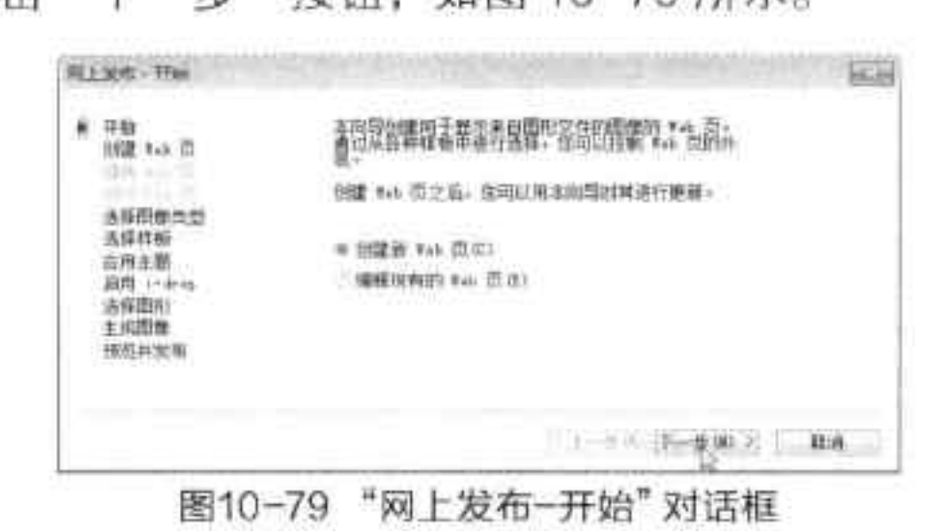

图10-79 “网上发布-开始”对话框
Step 01 打开所需发布的图形文件，在菜单栏中执行“文件 > 网上发布”命令，在“网上发布 - 开始”对话框中单击“创建新 Web 页”单选按钮，单击“下一步”按钮，如图 10-79 所示。